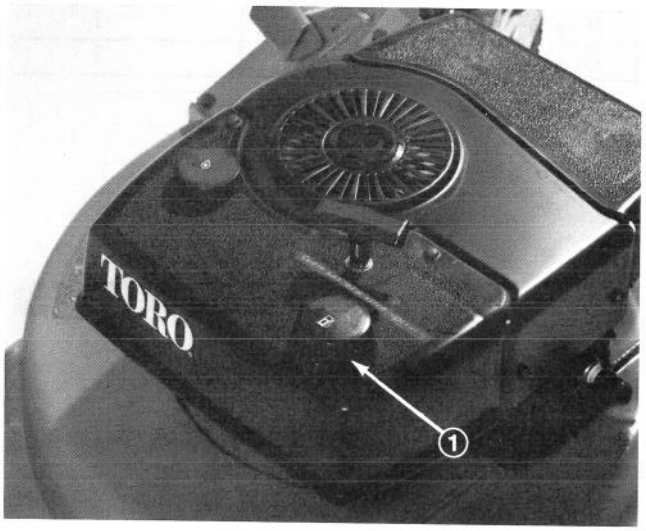

Figure 4
1. Remove cap from fuel tank (Fig. 4).